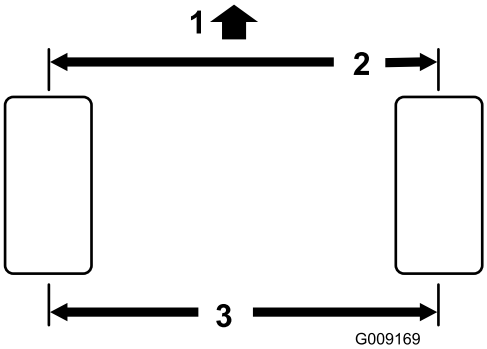

Figur 55
2. Mål afstanden fra midte til midte (i akselhøjden) på de styrende dæk, foran og bag akslen (Figur 55). Afstanden skal være indenfor 0 ± 3 mm foran på dækket end bagpå. Drej dækket 90 grader og kontroller afstanden igen.